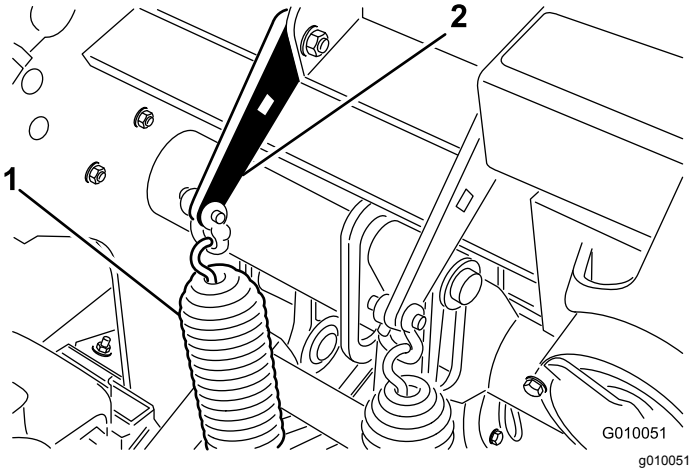

Figur 37
2. Løsn de bræddeboltmøtrikker, der holder fjederbeslagene på kernehovedet (Figur 37). De må ikke fjernes.